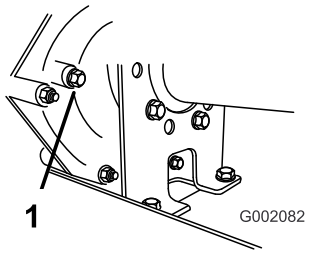

Figura 55
2. Retire el perno del orificio indicador del nivel (Figura 55).